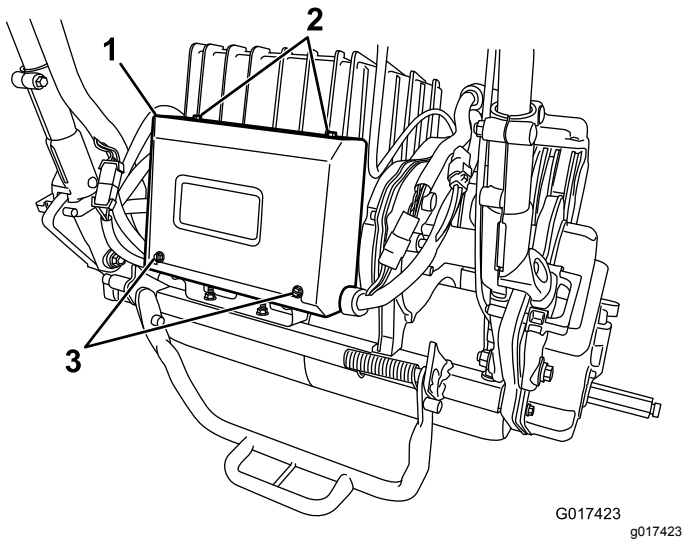

Figur 41
2. Fjern de 2 bageste skruer fra elboksen, løsn de 2 øverste skruer, og fjern boksens dæksel (Figur 41).